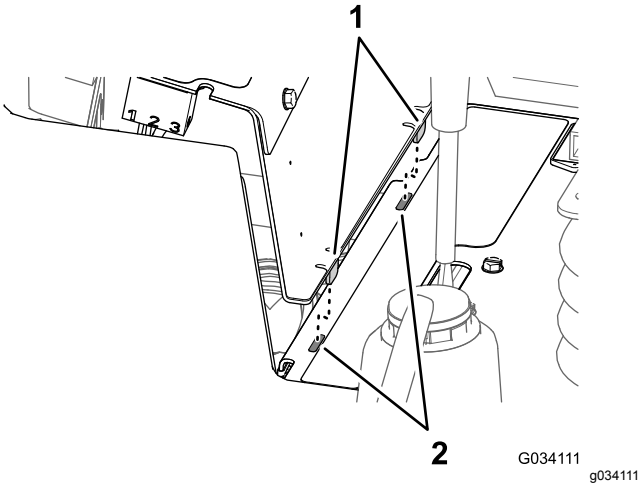

Figur 56
2. Rikta in de två flikarna längst ned på sidopanelen med de två spåren i konsolens ram (Figur 56).